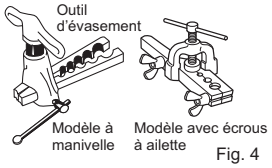

Fig. 4
4) Travaux d'évasement (Fig. 4, 5). Tenez fermement le tuyau de cuivre à la dimension indiquée dans le tableau. Sélectionnez A en pouce (mm) dans le tableau suivant l'outil que vous utilisez.